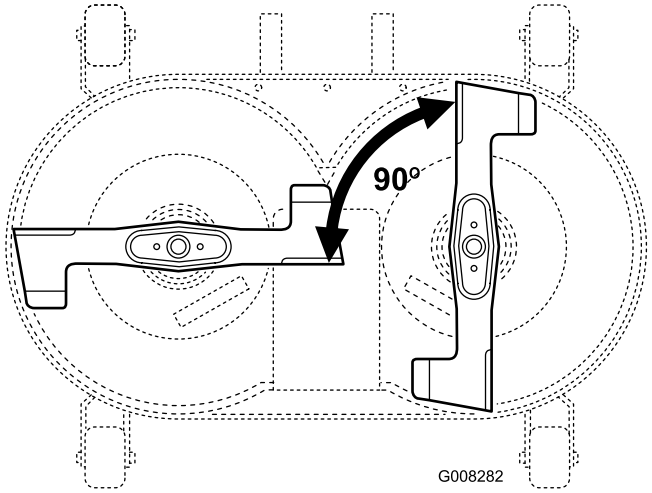

Figur 38
2. Placera knivarna i 90 grader i förhållande till varandra (Figur 38).